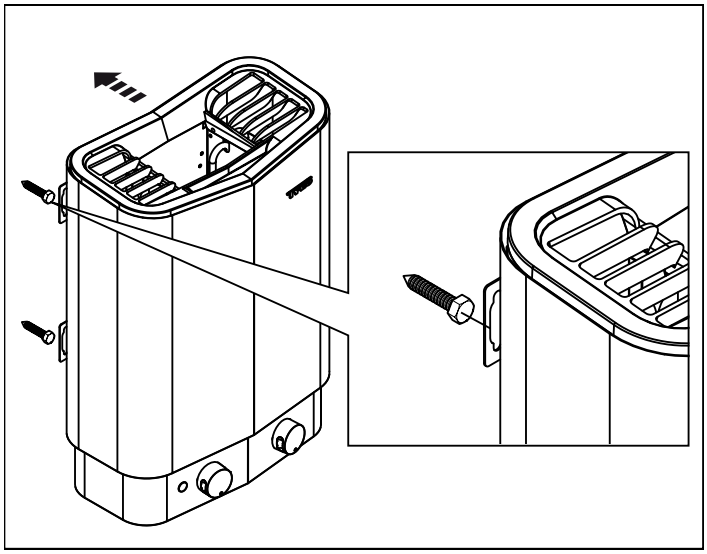

Fig 9: Häng upp aggregatet
7. Häng upp aggregatet på skruvarna (se Fig 9).